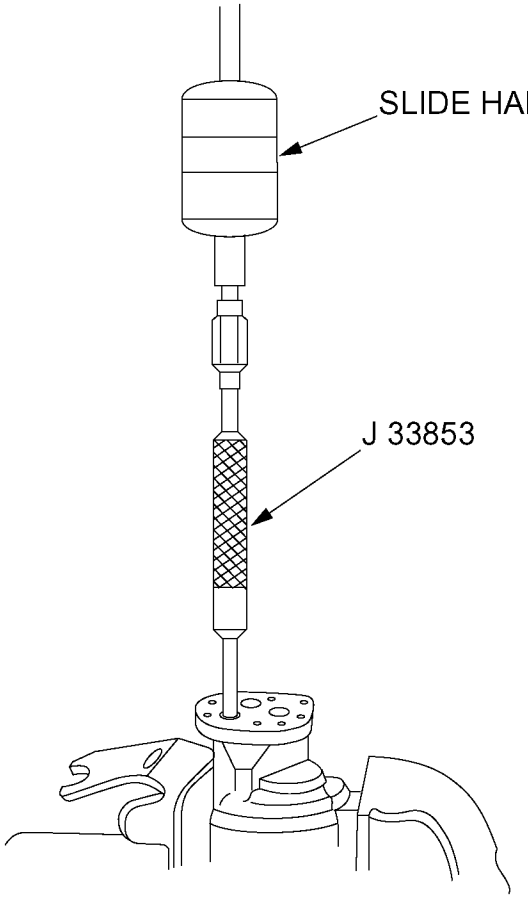

Figure 2-63 Needle Bearing Assembly Removal
9. Use needle bearing remover, J 33853, with slide hammer and remove the needle bearing assemblies from the pump body and cover. See Figure 2-63.